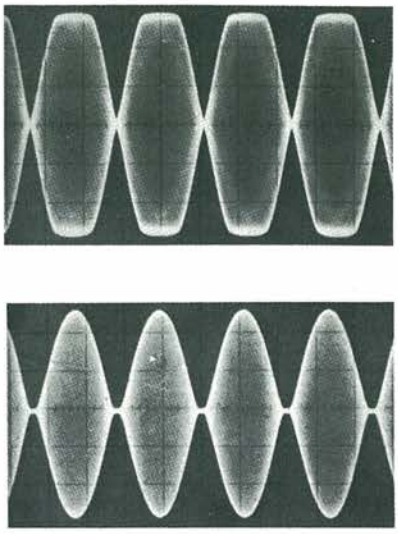

Figure 2 (c), (d). Esempi di forme d'onda d'uscita distorte.
L'inviluppo di un segnale d'ingresso indistorto a due toni è mostrato in Figura 2 (a) e l'equivalente spettro di frequenza è illustrato in Figura 2 (b). Le forme d'onda d'uscita distorte sono mostrate nelle Figure 2 (c), (d) e lo spettro delle frequenze d'uscita, con i prodotti di intermodulazione del terzo e del quinto ordine, è mostrato in Figura 2 (e).
3) Prodotti di intermodulazione. È possibile visualizzare su un oscilloscopio a doppia traccia sia il segnale di ingresso che quello di uscita provenienti da un amplificatore. Le Figure 2 (c), (d) mostrano esempi di non-linearità che potrebbero apparire in un oscillogramma. La tecnica più pratica per la misura dei prodotti di intermodulazione è di impiegare un analizzatore di spettro panoramico, nel quale sia possibile osservare i prodotti di intermodulazione misurandoli direttamente su un reticolo graduato, facendo anche uso di attenuatori regolabili tarati. Tenete presente che i prodotti di intermodulazione d3 e d5 contenuti nei dati pubblicati, sono sempre riferiti all'ampiezza di uno dei segnali a due toni.